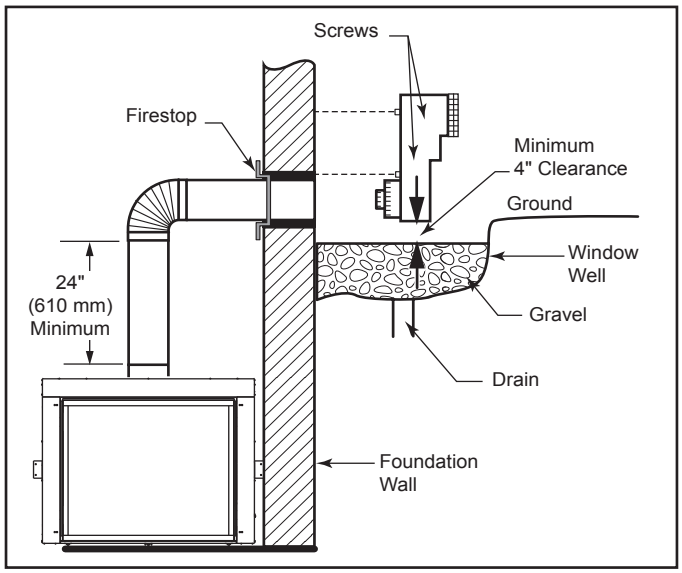

Figure 5.9 Below Grade Installation
2. Remove soil to a depth of approximately 16" below base of snorkel. Install drain pipe. Install window well (not supplied). Refill hole with 12" of coarse gravel leaving a clearance of approximately 4" below snorkel. See Figure 5.9.
7. Level the soil so as to maintain a 4" clearance below snorkel. See Figure 5.9.